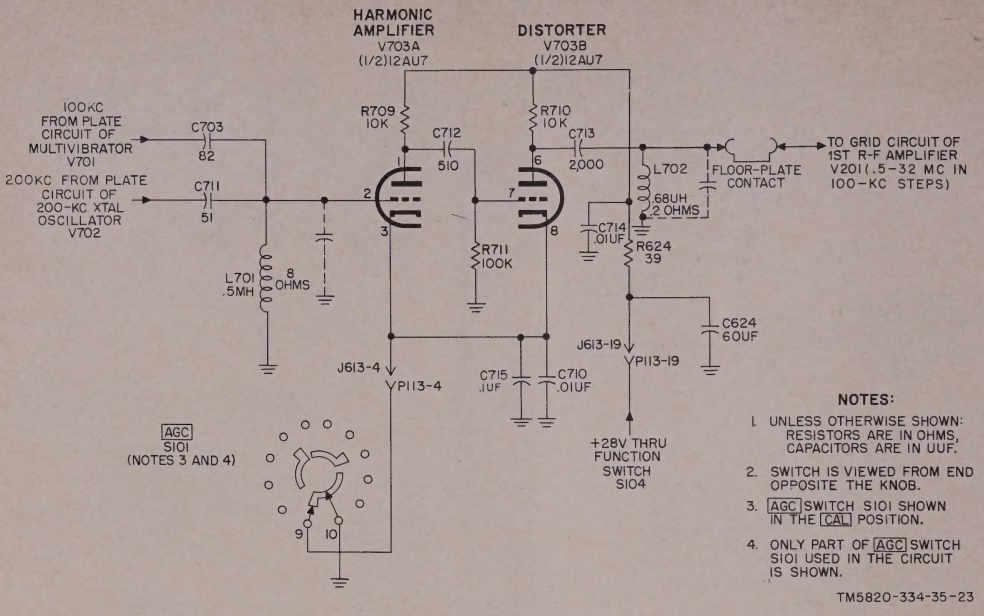

Figure 24. Harmonic amplifier V703A and distorter V703B, simplified schematic diagram.
31. Harmonic Amplifier V703A (fig. 24)
(fig. 24)